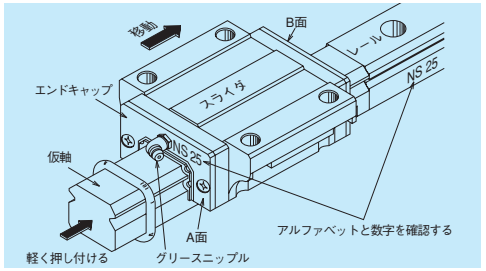

図10.23　スライダのレールへの挿入
・ランダムマッチング品のスライダは図10.23のように仮軸（挿入治具）を付けて納入します。
①レールとスライダの防錆油を拭き取ってください。
②ご希望の組立状態（W_2またはW_3）となるようレールとスライダの取付基準面（取付面用溝）を合わせてください。
③レールと仮軸の底面、及び側面を合わせ、仮軸をレールに軽く押し付けながらスライダをレール上へ移動させてください。（図10.23）